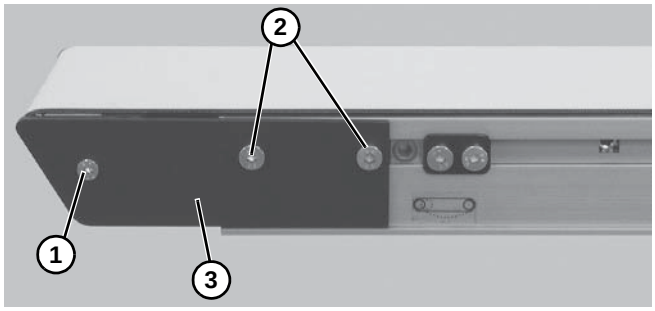

Figure 57
2. On one side of conveyor, use a 3 mm and 4 mm hex-key wrench to remove head plate fastening screws **(Figure 57, item 1 & 2)** and remove head plate **(Figure 57, item 3)**.
4. After replacing bearings, re-install head plate **(Figure 57, item 3)**. Use a 3 mm hex-key wrench to tighten one (1) fastening screw **(Figure 57, item 1)** to 30 in-lb (3.4 Nm). Leave two (2) fastening screws **(Figure 57, item 2)** loose for belt tensioning.